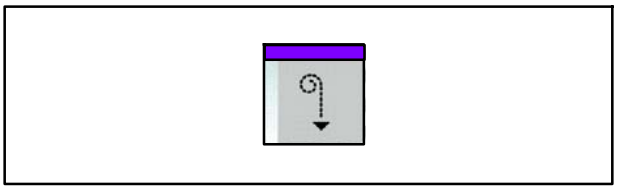

Fig. 169 Touche Fermer la porte roulante
13. Appuyer simultanément sur les deux touches Fermer la porte roulante (Fig. 169) (commande bimanuelle) jusqu'à ce que la porte roulante soit fermée